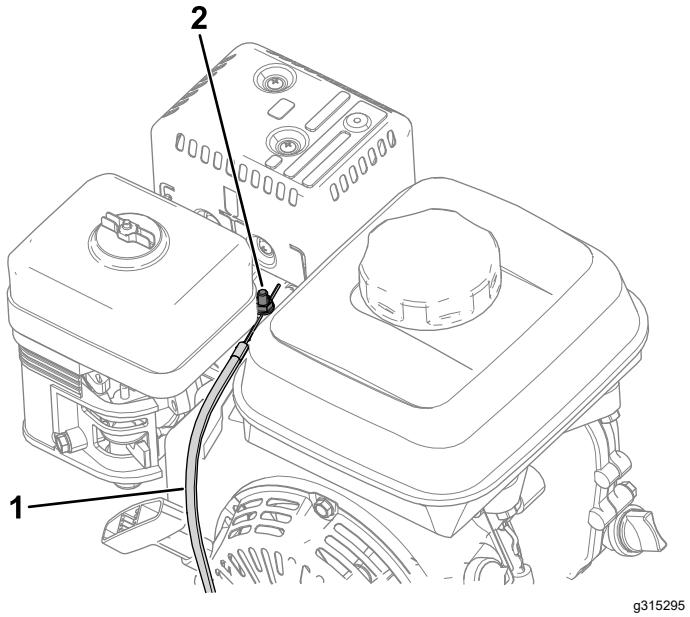

Figur 39
4. Løsn skruen på kabelrørsklemmen (Figur 39).